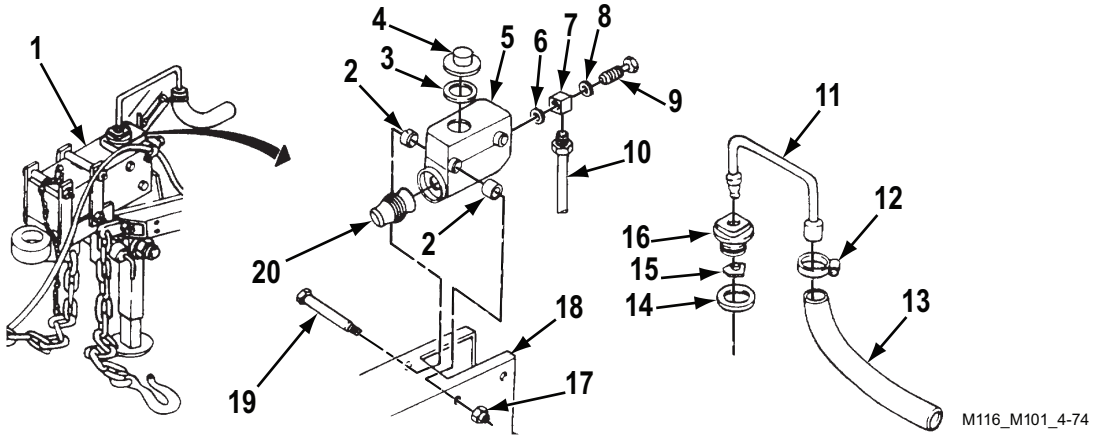

Figure 2. Master Cylinder Installation.
1. Install new gasket (Figure 2, Item 3) and cap (Figure 2, Item 4) on master cylinder (Figure 2, Item 5).
2. Install fluid passage bolt (Figure 2, Item 9), washer (Figure 2, Item 8), connector (Figure 2, Item 7), and washer (Figure 2, Item 6) on master cylinder (Figure 2, Item 5).
3. Install new gasket (Figure 2, Item 14), baffle (Figure 2, Item 15), filler cap (Figure 2, Item 16), and vent tube (Figure 2, Item 11) on master cylinder (Figure 2, Item 5).
4. Install drain hose (Figure 2, Item 13) on vent tube (Figure 2, Item 11) and tighten clamp (Figure 2, Item 12).
5. Position boot (Figure 2, Item 20), master cylinder (Figure 2, Item 5), and four spacers (Figure 2, Item 2) in channel (Figure 2, Item 18) with boot (Figure 2, Item 20) engaged inside hydraulic brake actuator assembly (Figure 2, Item 1). Install two cap screws (Figure 2, Item 19) and new self-locking nuts (Figure 2, Item 17) on master cylinder (Figure 2, Item 5). Torque self-locking nuts (Figure 2, Item 17) between 10 – 15 lb-ft (14 – 20 N•m).
6. Connect hydraulic brake front tube assembly (Figure 2, Item 10) to connector (Figure 2, Item 7) at master cylinder (Figure 2, Item 5).